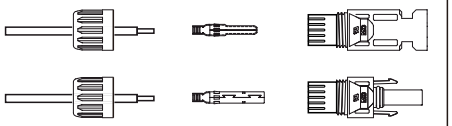

图3.18 拆卸连接器盖螺母
1. 剥去直流线缆约7毫米，拆下连接器盖螺母。（见图3.18）